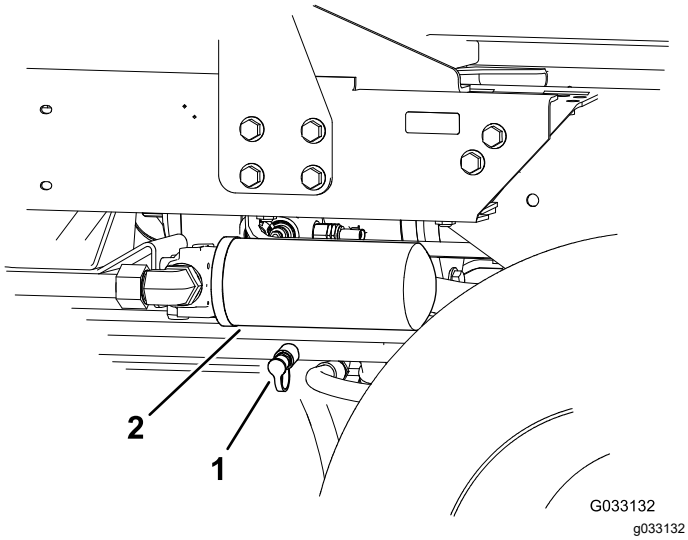

Figur 40
2. Koble en hydraulikkslange mellom diagnosekoblingen som er montert i den bakre trekkmanifolden og testporten for reverstrekktrykk (Figur 40).